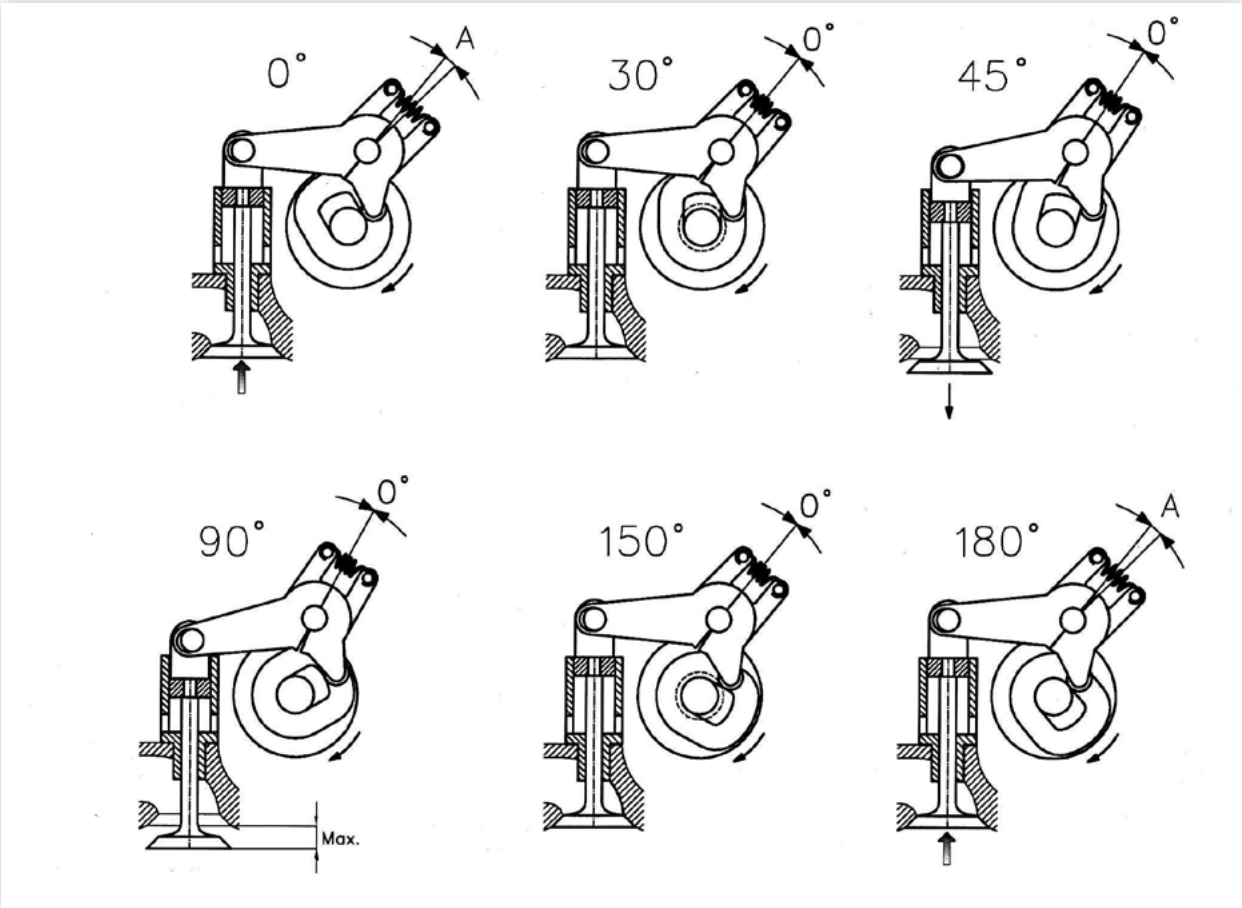

Rys. 5 Fazy działania wielokrzywkowego układu rozrządu w funkcji kąta obrotu wałka rozrządu
A oto zasada działania nowego systemu, która w praktyce jest dość prosta, choć w opisie może robić wrażenie trochę zawiłej (Rys. 5): Zamknięty zawór nie może przemieszczać się ku górze, ponieważ grzybek zaworu opiera się o gniazdo zaworowe. Pozycja połączonej z zaworem, drugiej części dźwigni (7) jest więc uzależniona od pozycji zaworu. Pozycja pierwszej części dźwigni (6), zaopatrzonej w rolki (5), umieszczone między dwiema krzywkami, jest z kolei uzależniona od ich położenia. W tej chwili sprężyna jest napięta (położenie